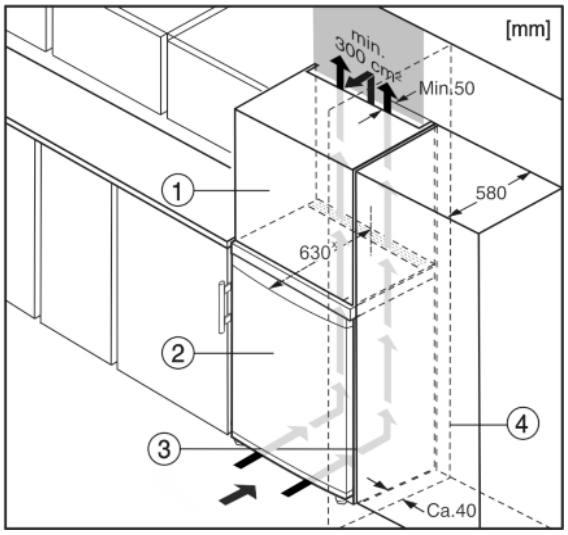

Fig. 10
L'appareil peut être réagencé avec des buffets de cuisine. Pour adapter l'appareil *Fig. 10 (2)* à la hauteur du coin cuisine, une rehausse *Fig. 10 (1)* peut être posée sur l'appareil.
Lors de la transformation avec des placards de cuisine (profondeur max. 580 mm), l'appareil peut être placé directement à côté du placard de cuisine *Fig. 10 (3)*. L'appareil dépasse latéralement de 34 mm ˣ et de 50 mm ˣ au centre de l'appareil par rapport à la face avant du placard de cuisine.*
Si l'appareil est installé avec les charnières à côté d'un mur *Fig. 10 (4)*, la distance entre l'appareil et le mur doit être de 40 mm min. Ceci correspond à la saillie de la poignée lorsque la porte est ouverte.*